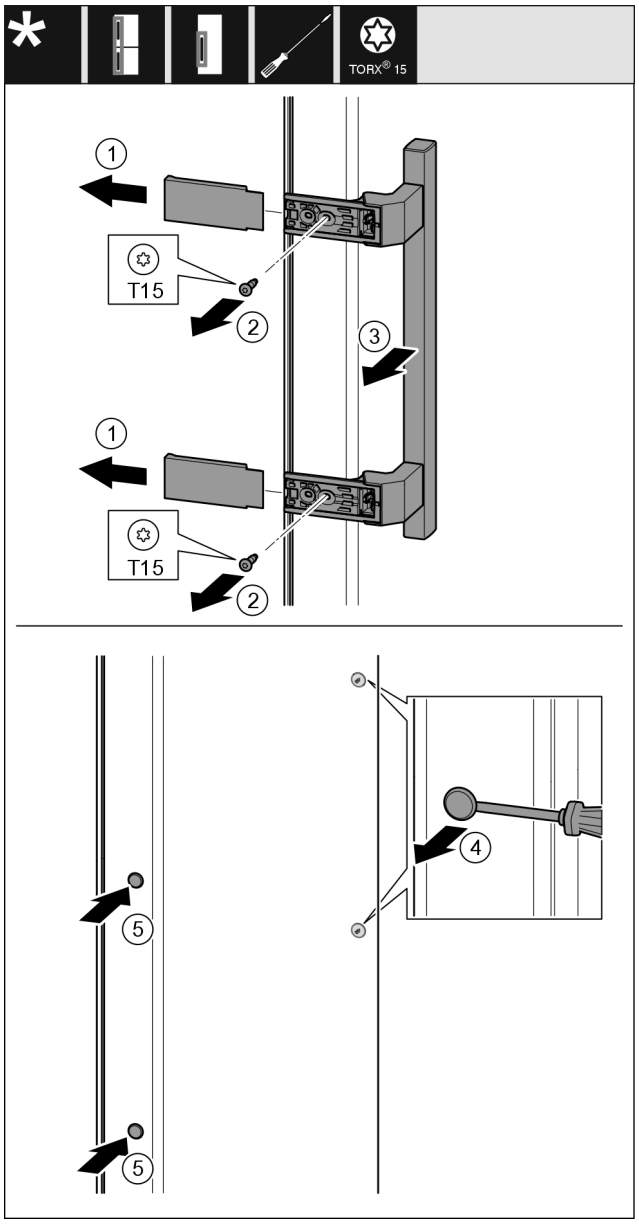

Fig. 10
- ▶ Dra bort skydd. *Fig. 10 (1)*
- ▶ Skruva ur skruvar med skruvmejsel Torx 15. *Fig. 10 (2)*
- ▶ Ta av handtag. *Fig. 10 (3)*
- ▶ Använd den spårskruvmejsel och lyft försiktigt pluggen på sidan och dra ut den. *Fig. 10 (4)*
- ▶ Sätt in pluggen på andra sidan igen. *Fig. 10 (5)*